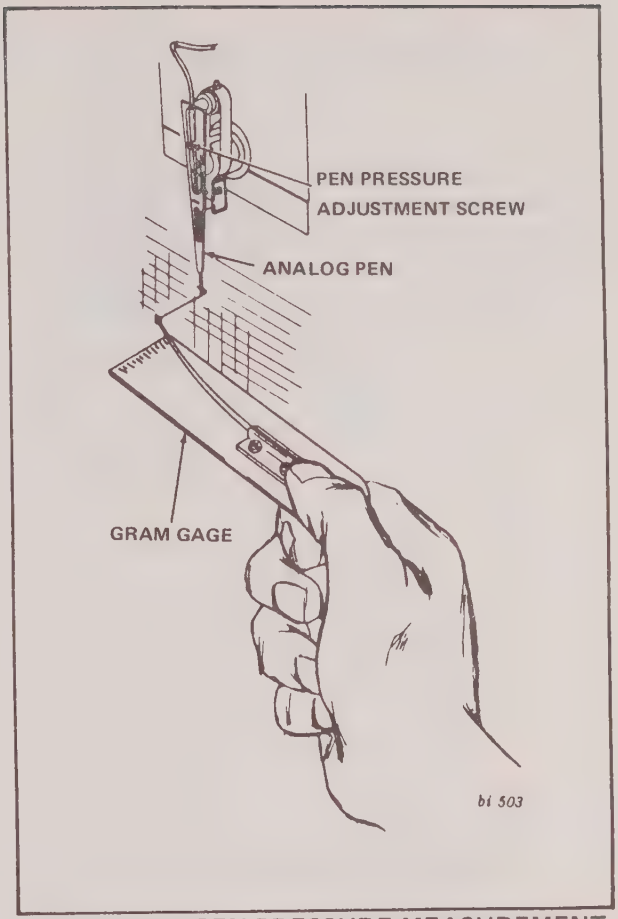

FIGURE 6-8 PEN PRESSURE MEASUREMENT
2. Place gram gage hook under pen shaft, as close as possible to the tip, and form a right angle to the pen shaft with the gage body. (Figure 6-8)
3. Pull pen from chart as shown in Figure 6-8, and take reading on gage the moment excessive ink starts to flow from pen.